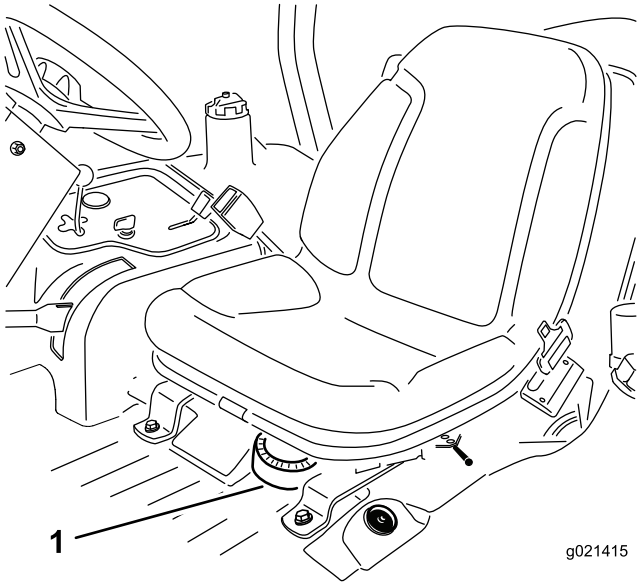

Figur 54
1. Ta bort sätet så att du kommer åt bränslepumpen (Figur 54).